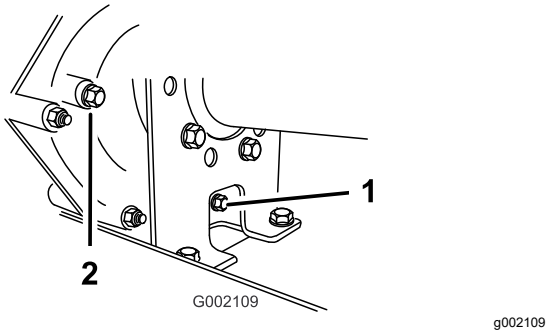

**Figuur 59**
2. Maak de omgeving van de vulplug en de aftapplug schoon met een doek (Figuur 59).
4. Verwijder de vulplug door deze linksom te draaien (Figuur 59).
5. Verwijder de aftapplug door deze linksom te draaien (Figuur 59).
6. Monteer de aftapplug en de pakking en draai deze vast in de opening voor de aftapplug in de transmissie (Figuur 59).
7. Vul het reservoir (Figuur 60) door de vulplugopening met ongeveer 1,4 liter olie van het aanbevolen type, of giet net zo veel olie bij tot het oliepeil in de transmissie tot de onderste schroefdraad reikt. (Figuur 59).
8. Monteer de vulplug en de pakking en draai deze vast in de vulplugopening van de transmissie (Figuur 59).
10. Controleer het vloeistofpeil en voeg meer vloeistof toe als het peil niet tot de schroefdraad in de vulplugopening reikt (Figuur 59).